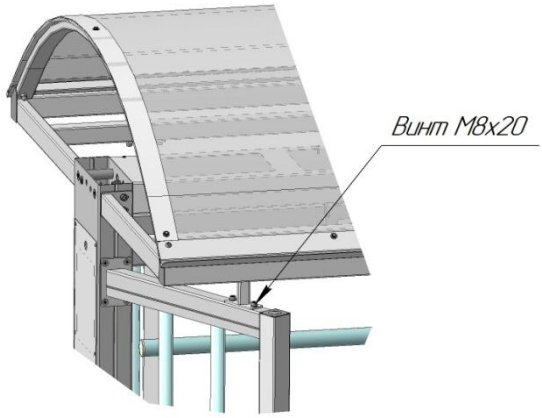

Рис. 5 Крепление крыши к ограждению турникета
6.6. Выровняйте нижние поворотные планки опорных стоек по площадкам боковых ограждений турникета и закрепите винтами М8х20 с плоскими шайбами (рис. 5).